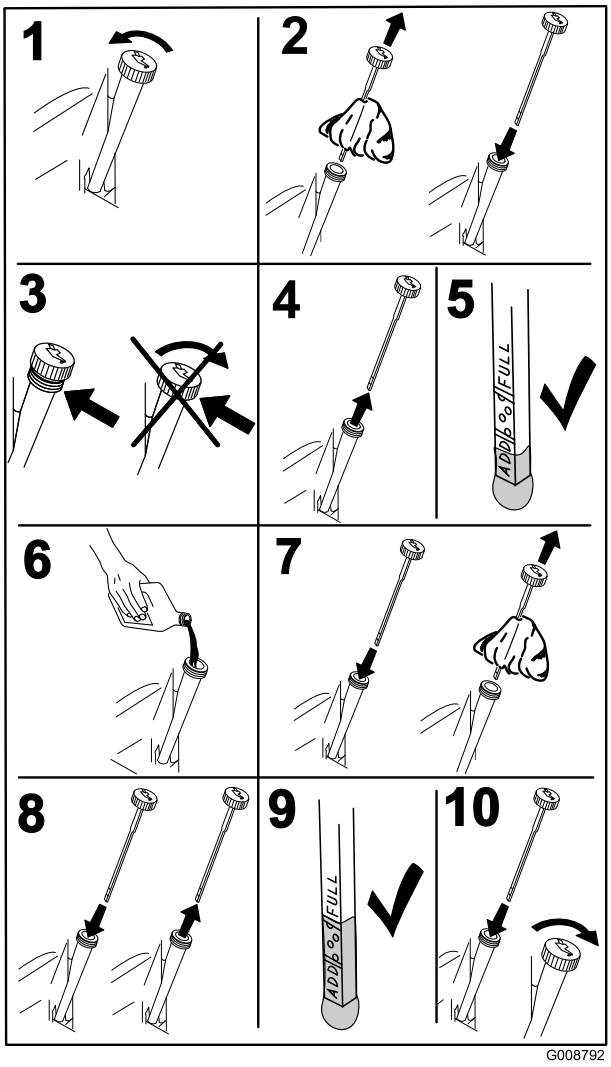

Figuur 31
2. Controleer de olie zoals wordt getoond in Figuur 31.